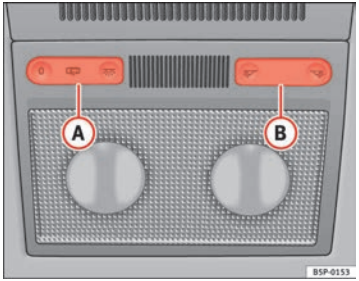

Fig. 79 Interior roof trim: front interior lights
The switch ⇒ fig. 79 (A) is used to select the following positions:
Push the switch to position O ⇒ fig. 79.